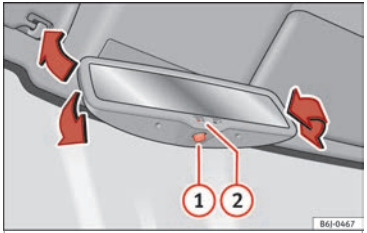

Fig. 17
Switching on the automatic anti-dazzle function: press the (1) ››› Fig. 17 button. The (2) warning lamp lights up and, in bright light, the rear view mirror darkens.
Switching off the automatic anti-dazzle function: press the (1) ››› Fig. 17 button. The (2) lamp goes off.